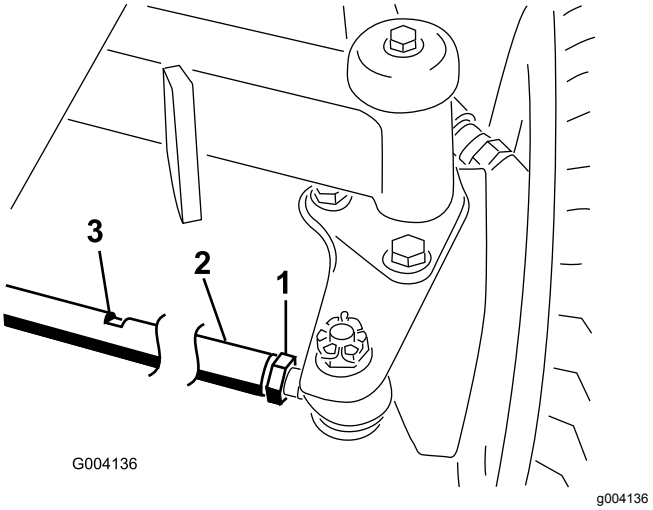

Figur 57
2. Lossa kontramuttern i båda ändar av dragstången (Figur 57).